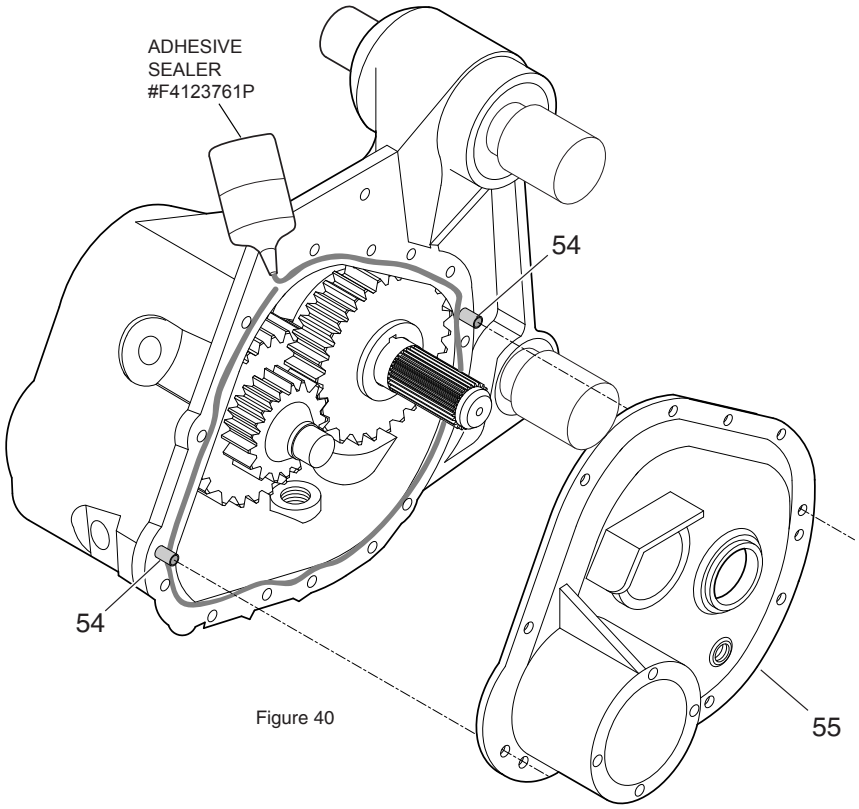
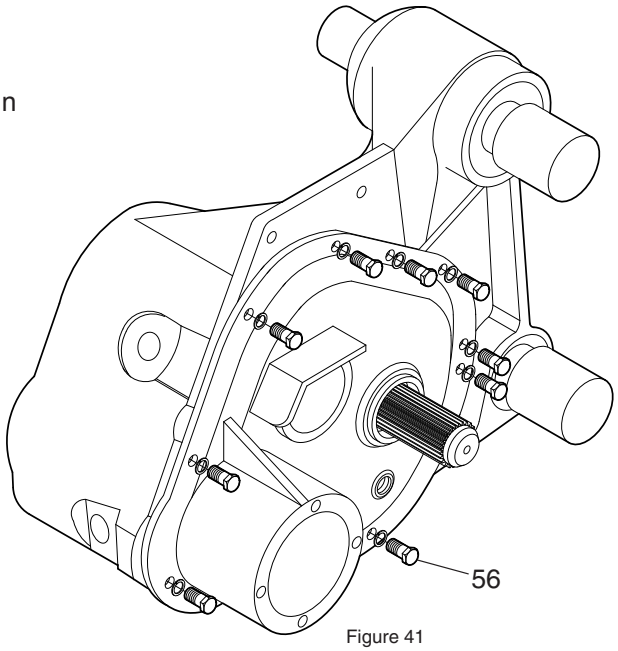

Figure 40
Figure 41
Install the two spring pins #T2915222P (item 54) as shown in figure 40.
Apply a trickle of adhesive sealer #F4123761P around the edge of the housing where the housing cover will be installed, as shown in figure 40.
Install the housing cover (item 55) on the housing as shown in figure 40. Note that the two pins must fit inside the appropriate holes on the housing cover. Secure the housing cover using nine bolts (item 56) and nine lock washers as shown in figure 41.